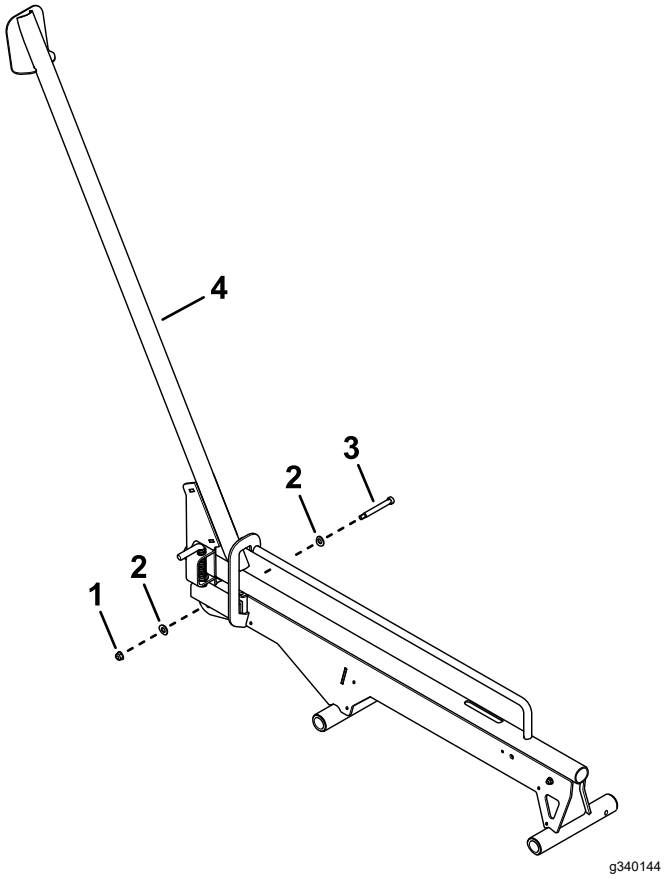

**Figuur 6**
8. Gebruik een flensmoer (5/16"), 2 ringen en een borstbout om de oprijplaat te bevestigen aan de raileenheid (Figuur 6).